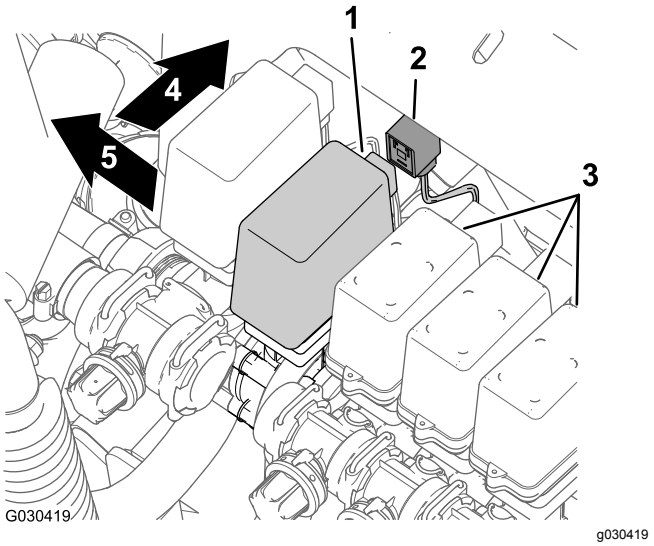

Figur 12
1. På maskinens bagende skal du finde konnektoren med 3 sokler på det bageste hovedledningsnet til maskinen mærket EDUCTOR (udleder) (Figur 12).
2. Fjern udlederens stik på hovedledningsnettet fra konnektoren med 3 flade ben på udlederventilen (Figur 12).